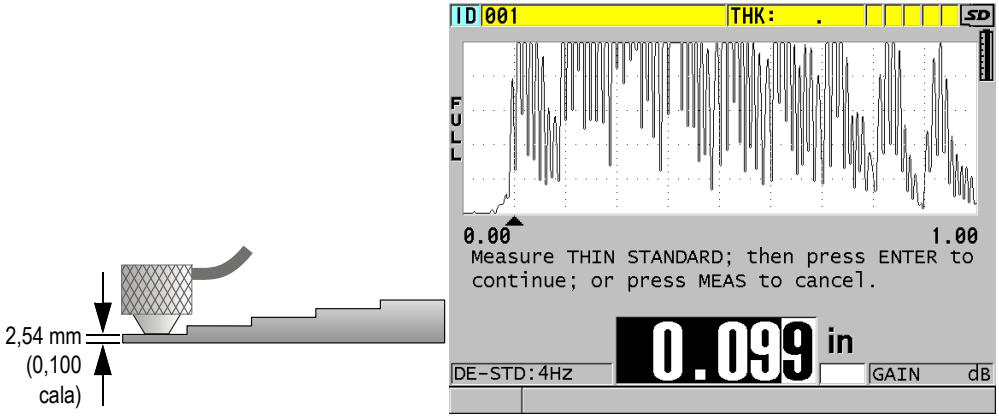

Rysunek 5-5 Kalibracja zera na 5-schodkowym wzorcu
2. Aby przeprowadzić kalibrację zera (patrz Rysunek 5-5 na stronie 89):